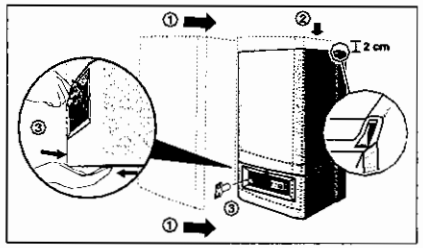

afb. 25 Mantel aanbrengen
- Breng de mantel weer aan (afb. 25).